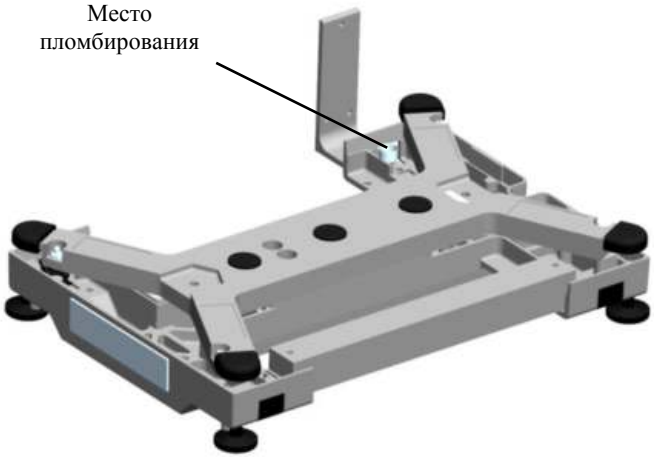

Рис. 12.1 - Пломбирование
- опломбировать весы (Рис. 12.1).